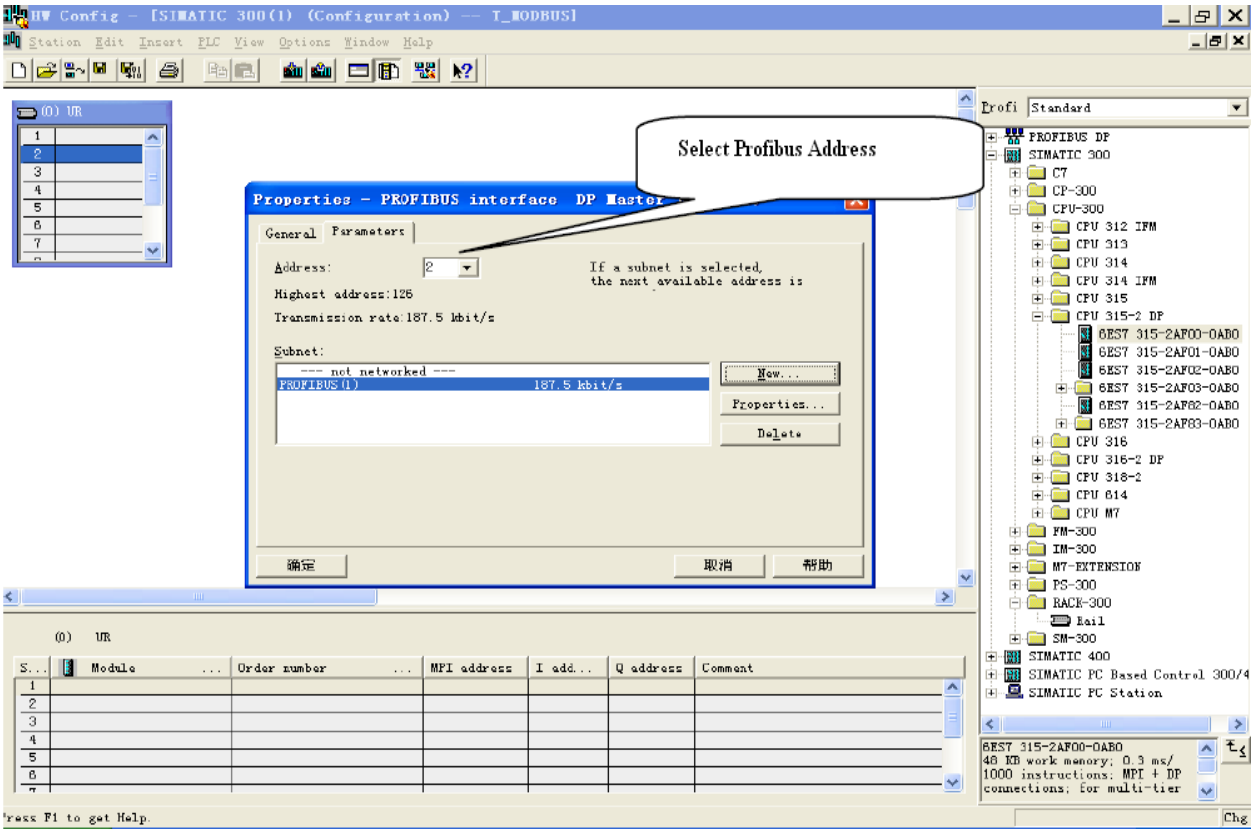

图 9
10. 选择 Profibus Master station 地址，如图 9: